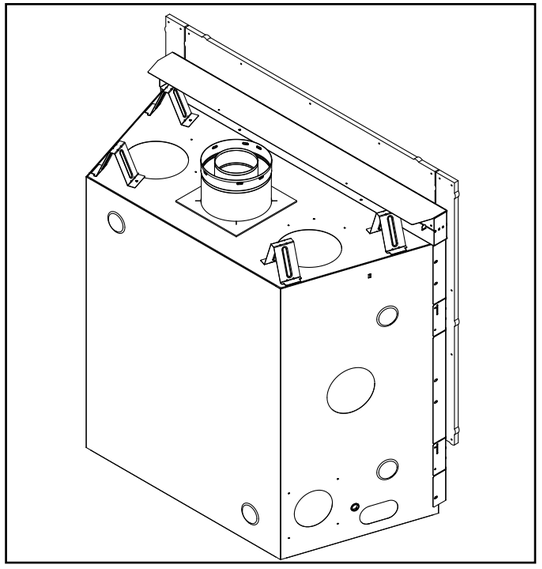

Figure 6.4 RAVE32-IFT-B - Support d'expédition et couvercle du conduit enlevés
2. Retirez et jetez le couvercle du conduit. Voir la figure 6.4.